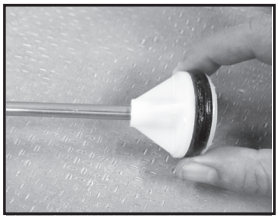

Figure 3
3. Inspecter le joint torique. En cas d'usure ou de dommages, le retirer et le remplacer. Lubrifier à la vaseline **(Voir la figure 3)**.